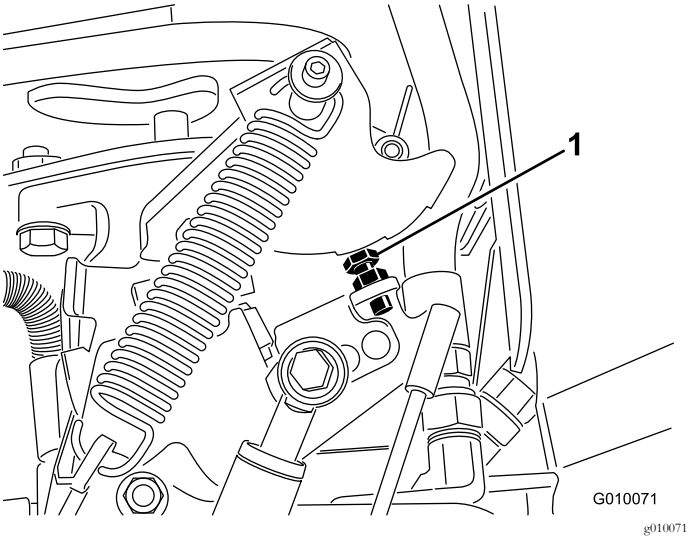

Rysunek 66
6. Jeśli potrzebna jest regulacja, przykręć śrubę zderzaka pompy (Rysunek 66) bliżej płyty zderzaka, aby zmniejszyć odstępy otworów, lub odkręć śrubę zderzaka dalej od płyty zderzaka, aby zwiększyć odstępy otworów.